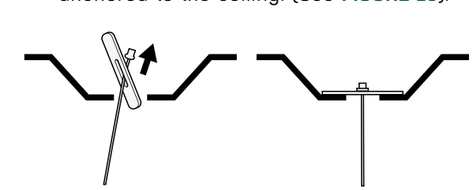

FIGURE 10. Cable suspension from metal decking (by others).
1) In lieu of a fastening bracket, the LYRA II IQCC may be installed into a concrete or metal ceiling, with a cable suspension system. When using a cable suspension system, the first step is to thread the wire through the unistrut that will be anchored to the ceiling. (See **FIGURE 10**).